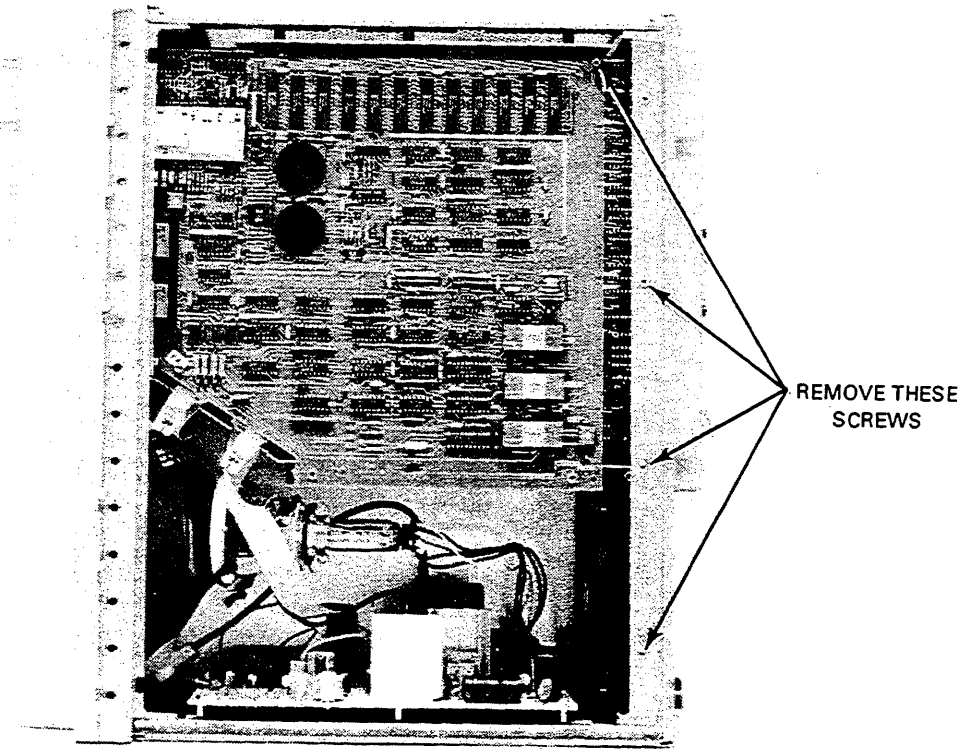

Figure 8-8.
f. Carefully tilt instrument on its side and remove the four screws holding the rear panel to the bottom of the frame. See figure 8-8.